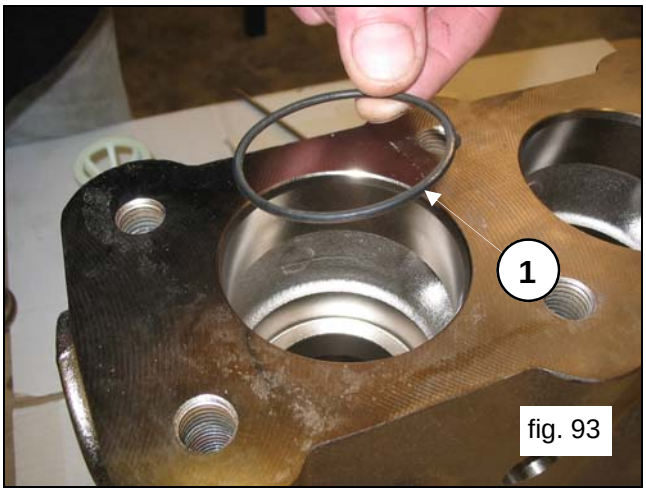

fig. 93
Insert the O-Ring, exploded view position n.5 (pos.①, fig.93).